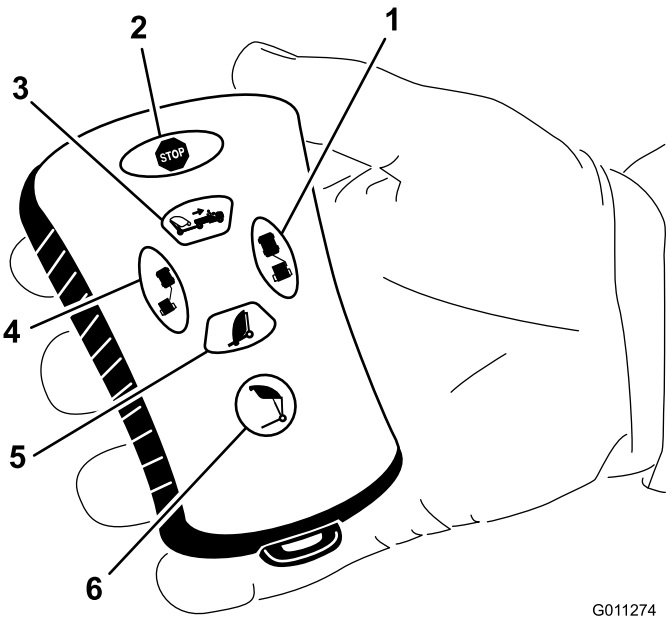

Figur 25
- Trykk på Tømme beholder-knappen (Figur 25).
- Trykk deretter på Forskyvning venstre-knappen (Figur 25).
- Trykk deretter på Forskyvning høyre-knappen (Figur 25).
Trykk deretter på og hold inne Tømme beholder-knappen (Figur 25).
- For å senke beholderen, trykker du på Oppsamler ned-knappen (Figur 25).